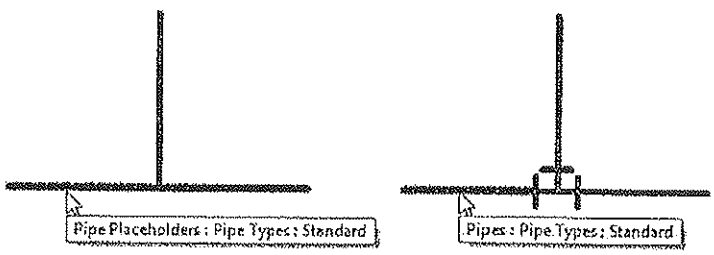

Figure 9–16
3. The placeholder(s) is changed into the pipe type selected earlier, as shown in Figure 9–16.